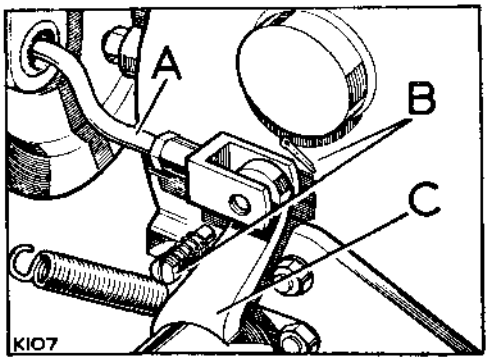

**Fig. H1-102. Expander rod**
6. Connect the adjuster and expander rods to the relay lever. Reconnect the return spring. See Fig. H1-102.